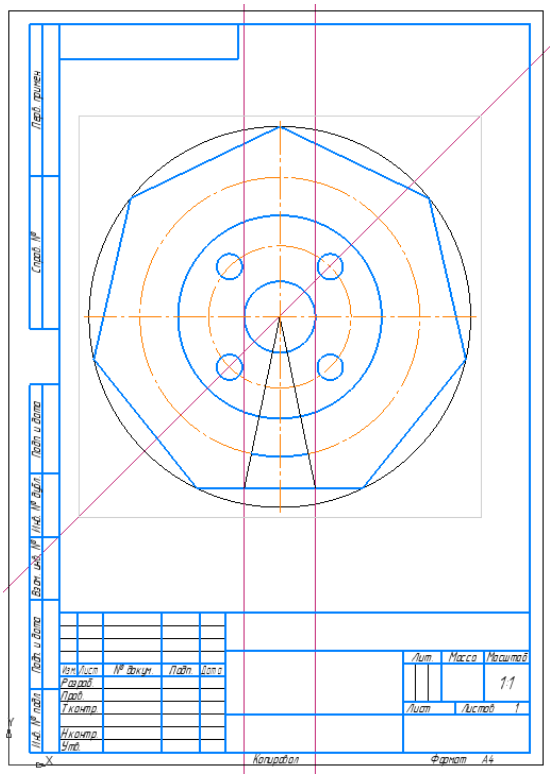

Рис. 5.24
7) При помощи команды ***Дуга*** (способ построения: по центру и двум точкам ) начертите дугу в нижней части детали с параметрами: стиль линии – ***Основная***, ∅110 (рис. 5.24). Для построения дуги выберите команду ***Дуга*** в группе ***Геометрия***, задайте диаметр дуги, щелкните в центре модели, затем в одной из точек местоположения дуги, потом в другой точке.